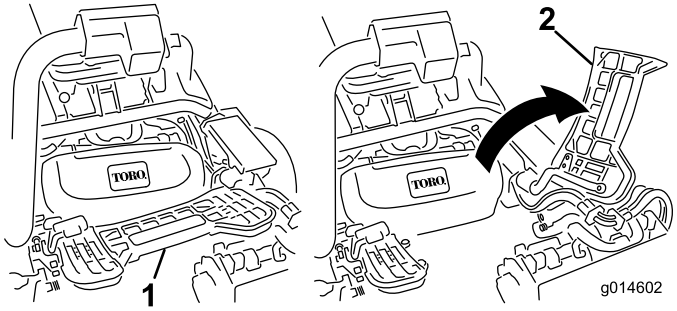

Figuur 29
1. Klap de voetsteun omhoog zodat u bij het middelste maaidek kunt (Figuur 29).